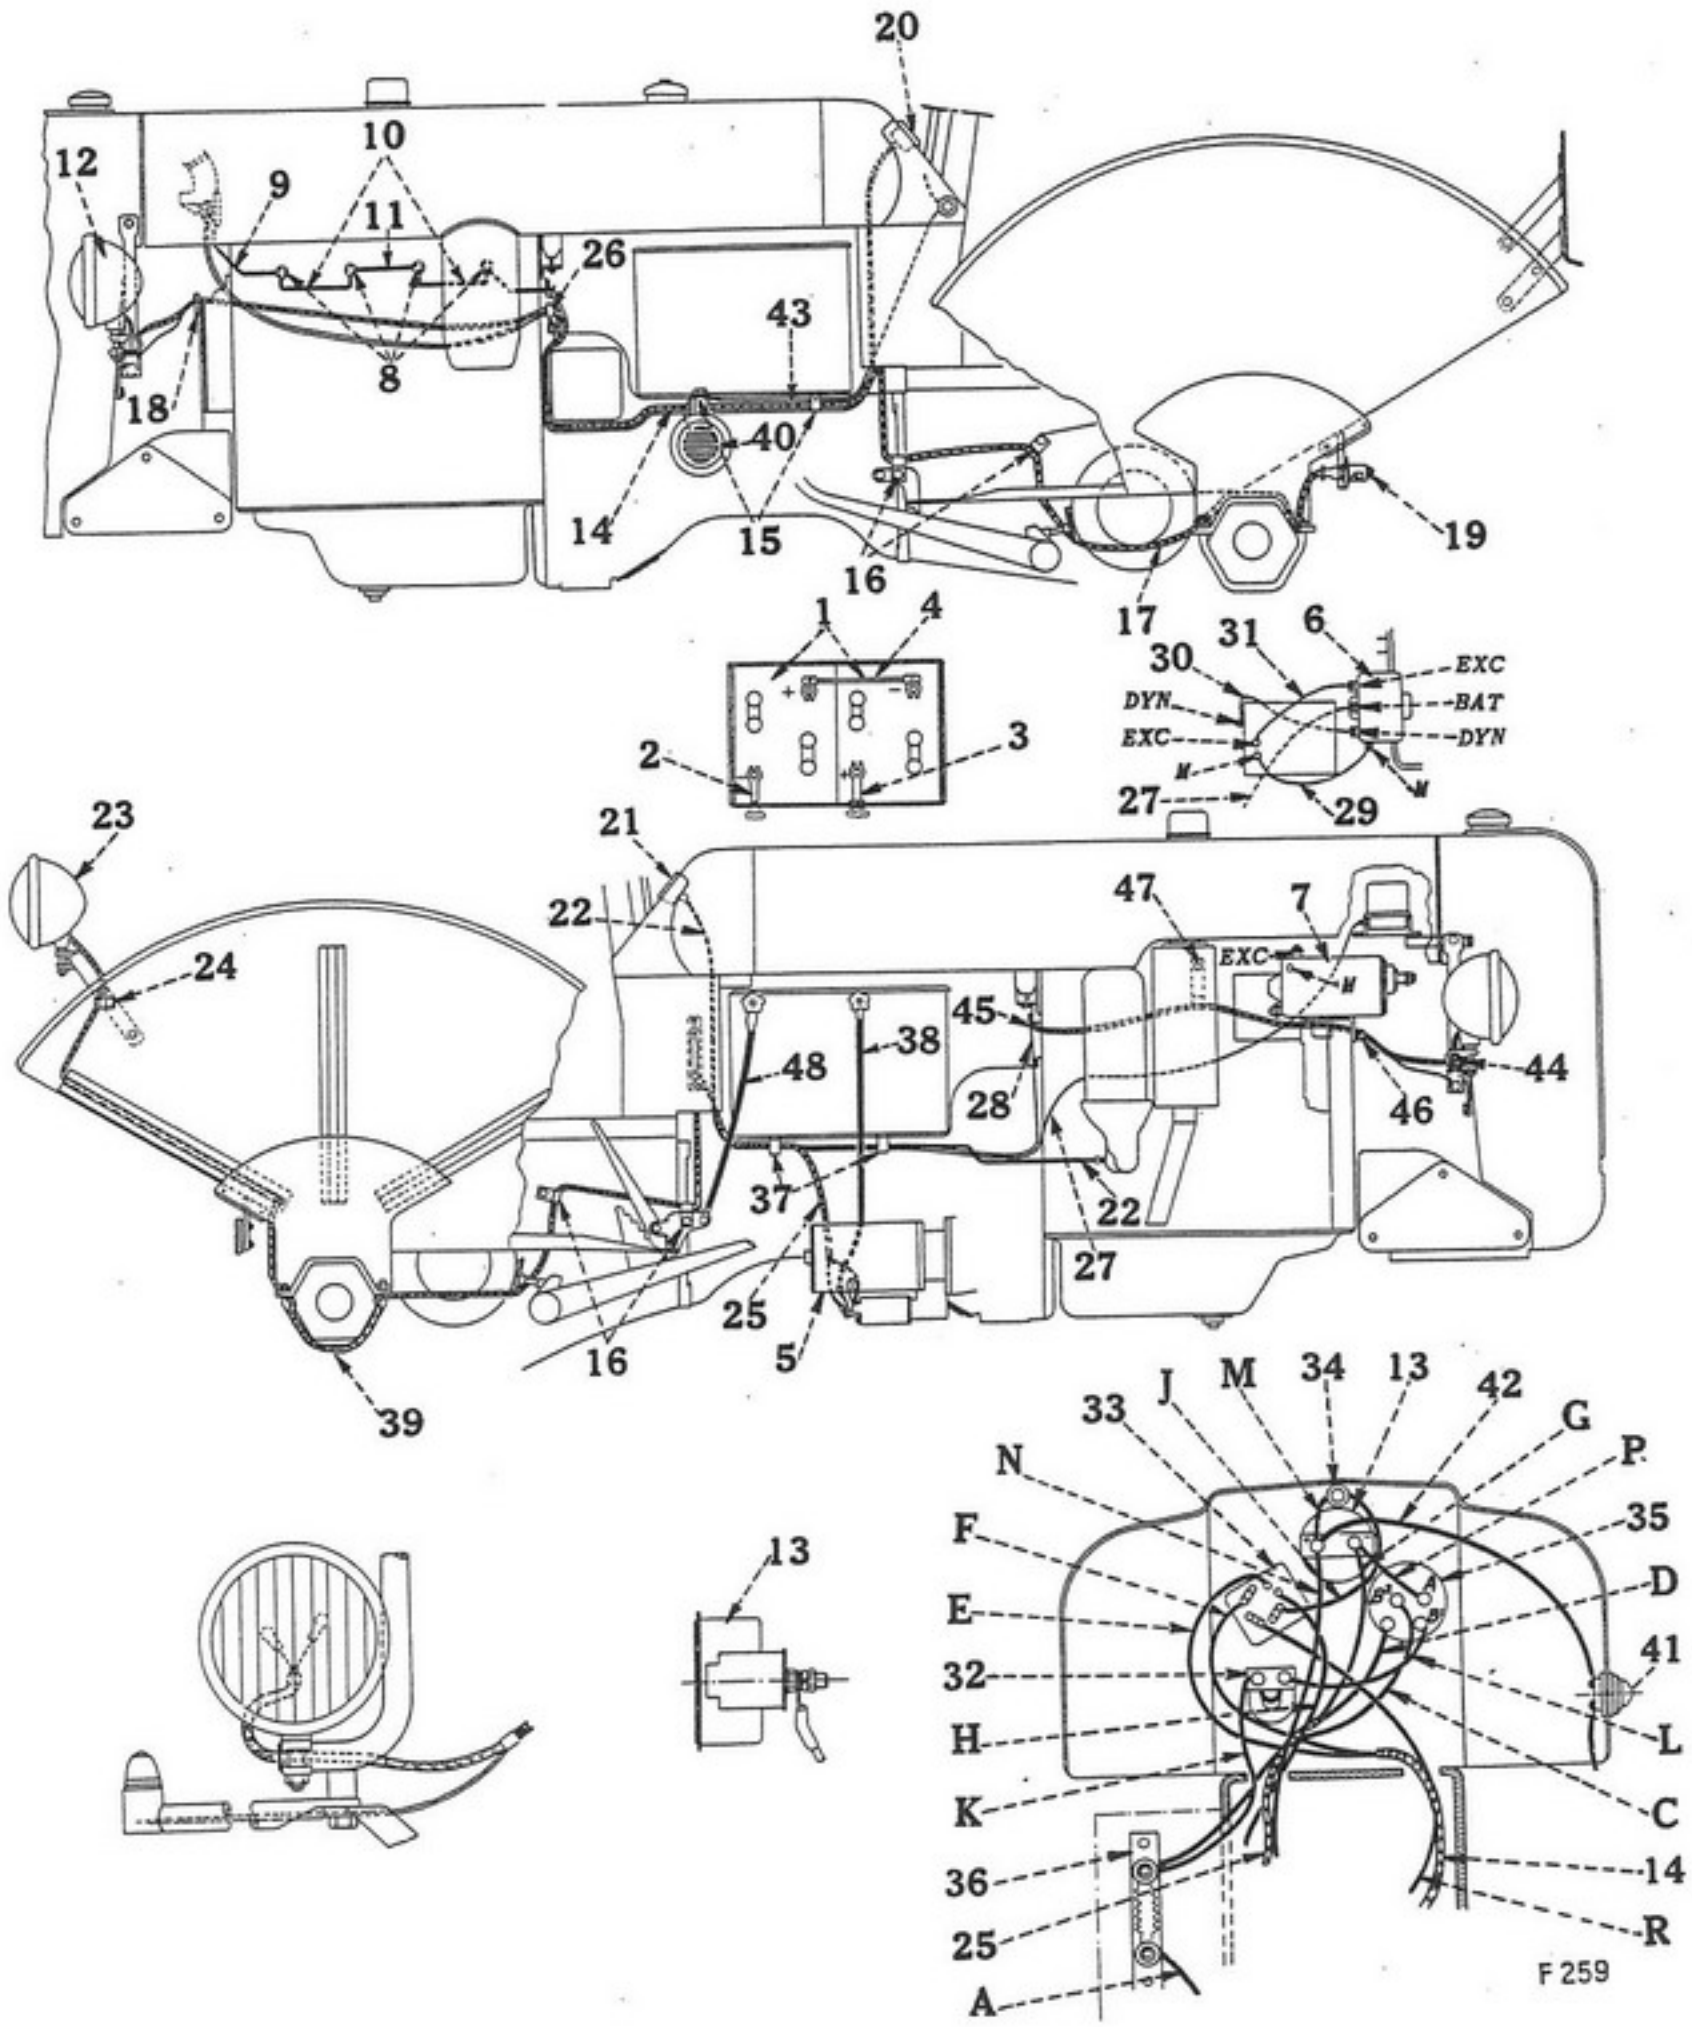

FIGURE 50 - Schéma de câblage du tracteur Utility Super FC-D
2. Enlevez de la borne du commutateur de démarrage le câble de la batterie et celui de l'ampèremètre, figures 50 et 50A.